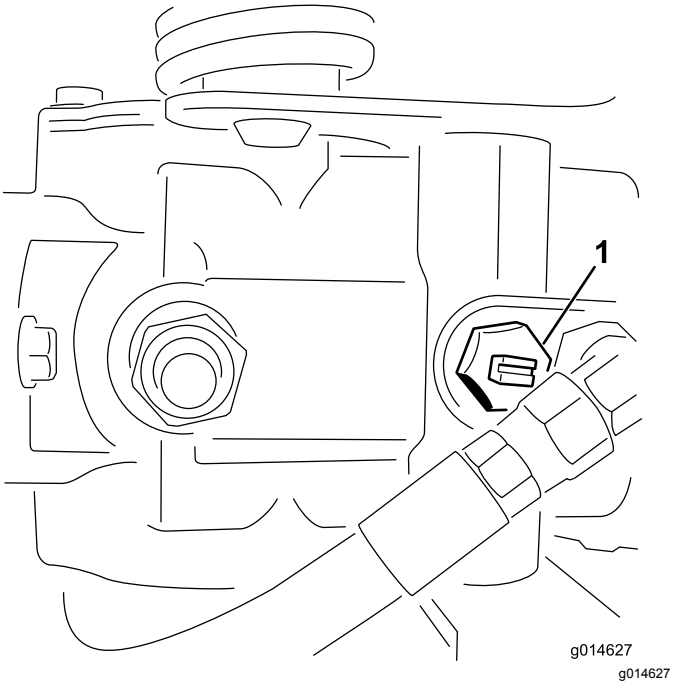

Figur 22
1. Finn omløpsventilen på pumpen, og vri den slik at åpningen står vertikalt (Figur 22).
2. Før du starter motoren, må du stenge omløpsventilen ved å vri den slik at åpningen står horisontalt (Figur 22). Ikke start motoren når ventilen er åpen.